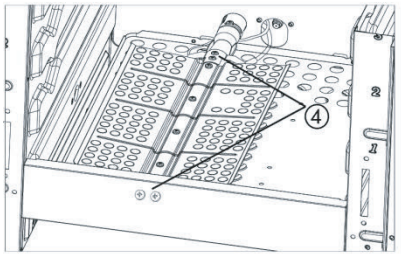

fig. 22
b) Remove the burner securing screws (total 4) (fig. 22)
d) Using a 7 mm box spanner, unscrew the injector (indicated in figure 22) and replace it using the new LPG injector.